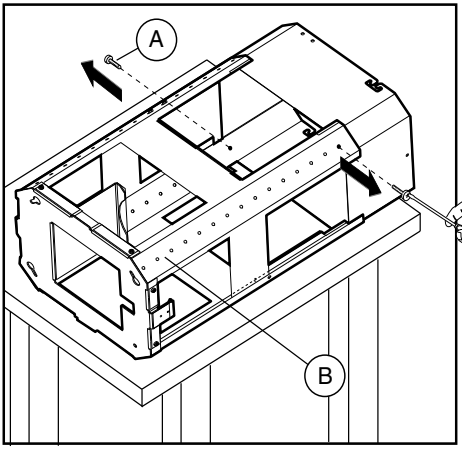

Fig.2
-Tag strukturen ud af emballagen og fjern de 2 skruer **A**, for at adskille den øverste del fra den nederste (fig. 2).